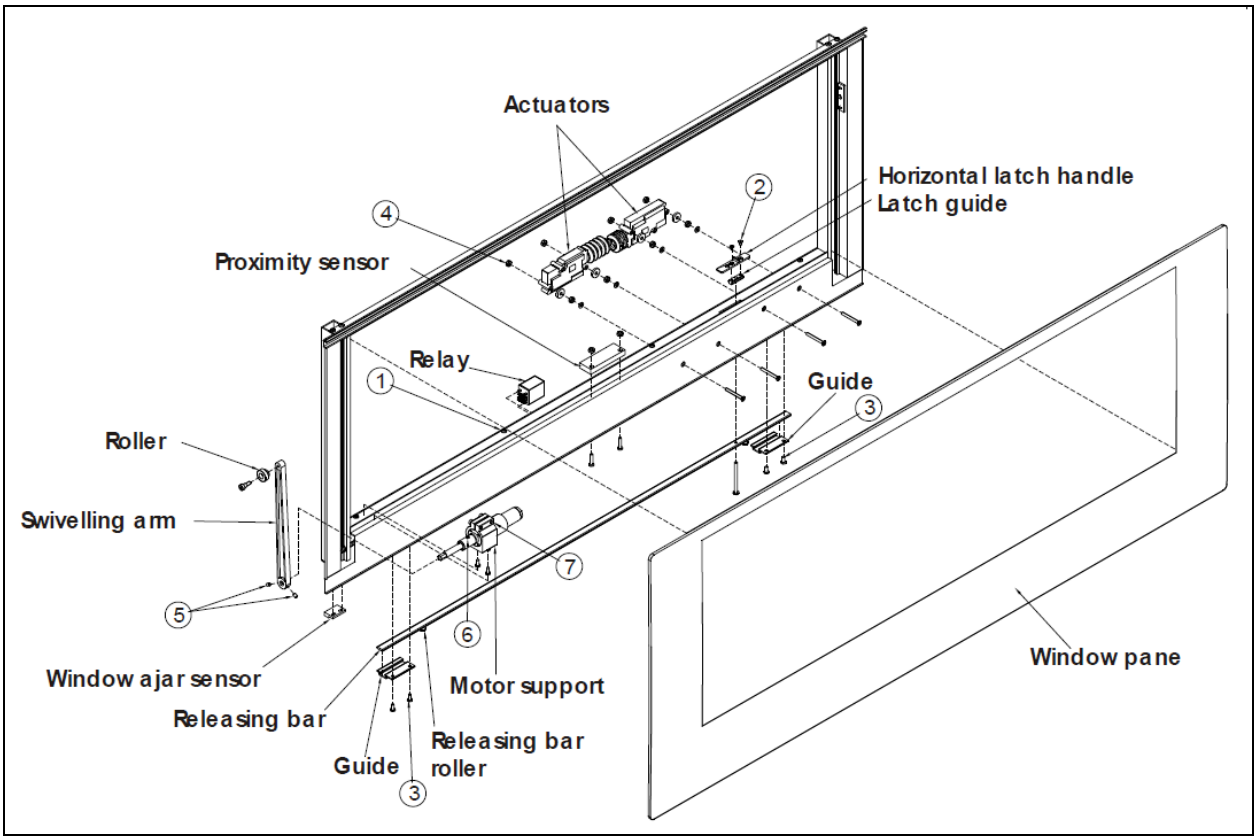

FIGURE 45: ELECTRIC AWNING WINDOW EXPLODED VIEW (SASH) 18583
4. Loosen the set screws #5 (Figure 45) (rotate the arm to get to the second set screw) and disengage the swiveling arm from the motor shaft extension.